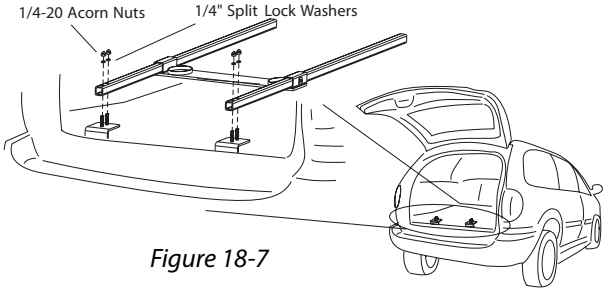

Figure 18-7
7. Attach rails to brackets. *[Figure 18-7]*